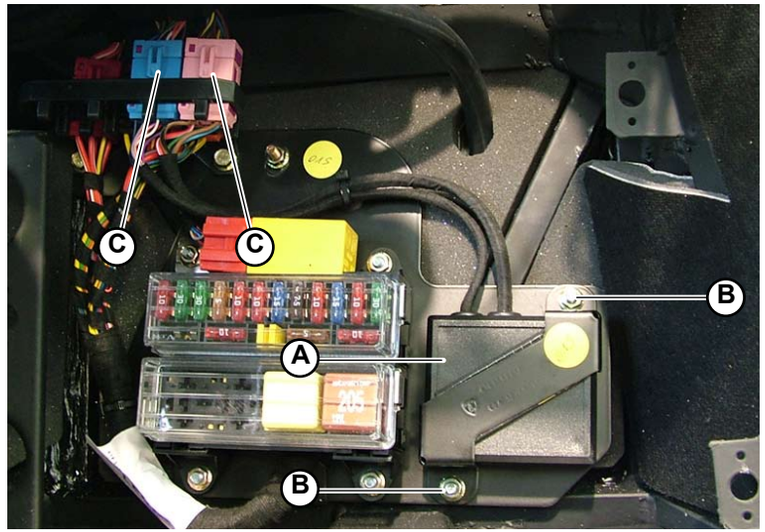

Fig.11a
1. Use the 2 screws (**B-Fig.11a**) to secure the control unit (**A-Fig.11a**) to the bracket.
2. Connect the connectors (**C-Fig.11a**).